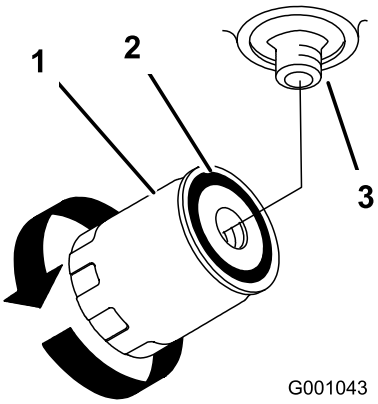

**Figur 75**
4. Fjern det gamle filter, og tør filteradapterens pakningsoverflade ren (Figur 75).
6. Monter det nye hydraulikfilter på filteradapteren. Drej oliefilteret med uret, indtil gummipakningen berører filteradapteren. Spænd derefter filteret yderligere 1/2 omgang (Figur 75).